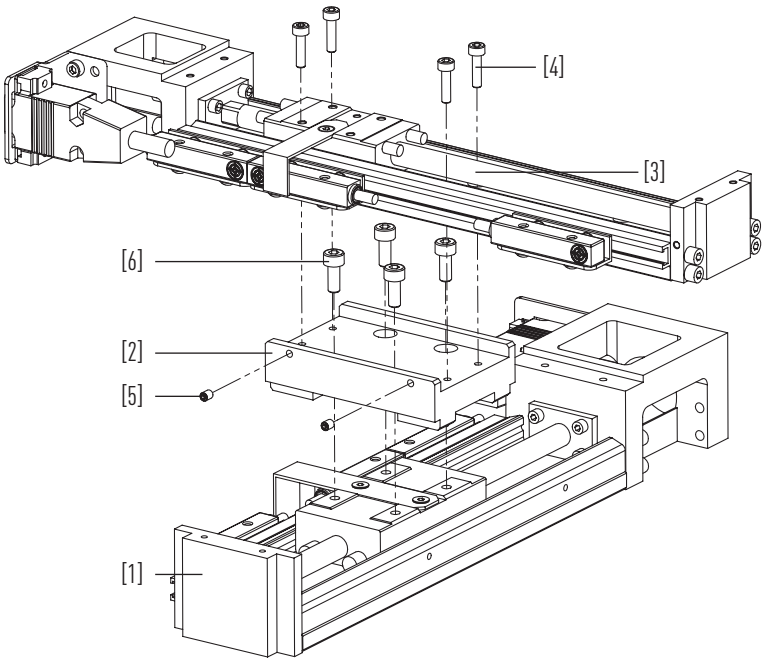

Fig. 6.12 **Exploded view of cross table**
- Connect the cross table adapter **[2]** with the screws **[6]** to the lower KK axis **[1]** as shown in Fig. 6.12. Tighten the screws with the torque from Table 6.9.
- Screw the upper KK axis **[3]** to the cross table adapter **[2]** as shown in Fig. 6.12, but only slightly apply the screws **[4]**.